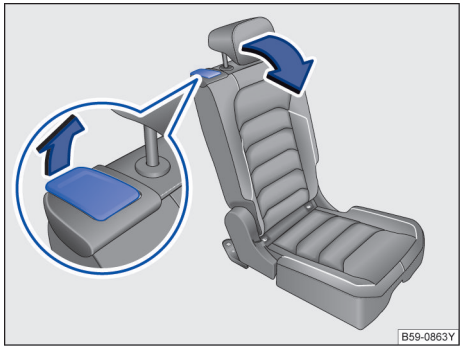

图 79 第二排座椅：上车辅助功能的操作杆
- 沿箭头方向拉起操作杆→ 图 79 向前拉后座椅，并将后座椅靠背向前翻折→ ⚠。
- 拉住操作杆→ 图 79 并将后座椅靠背往后翻折到靠背垂直卡止位置，然后往后推座椅到坐垫锁止位置→ ⚠。